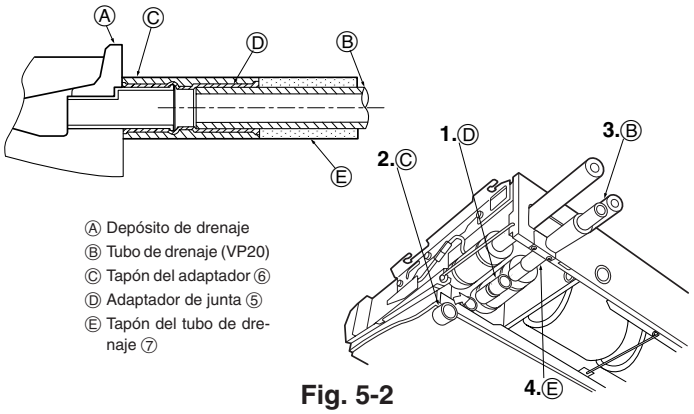

Fig. 5-2
5.2. Procedimientos de instalación (Fig. 5-2)